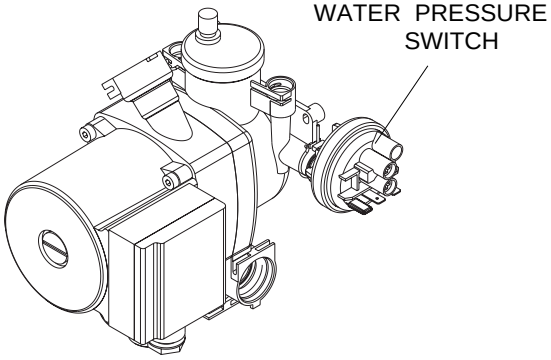

Fig. 16
6.9 WATER PRESSURE SWITCH fig. 16